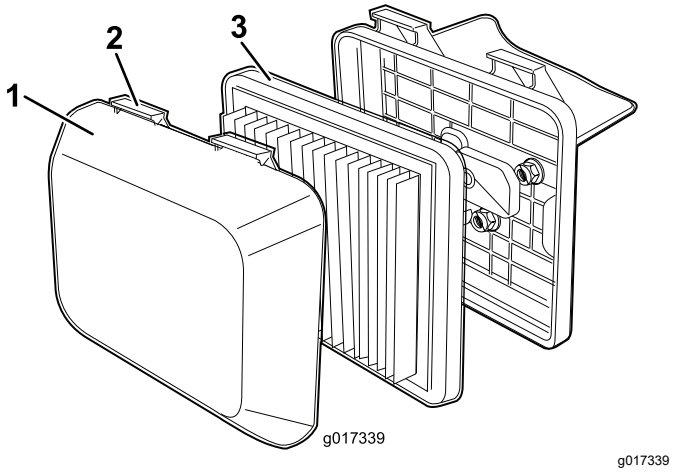

Рисунок 20
1. Нажмите на язычки защелок, расположенные наверху крышки воздушного фильтра (Рисунок 20).
3. Снимите элементы воздушного фильтра (Рисунок 20).